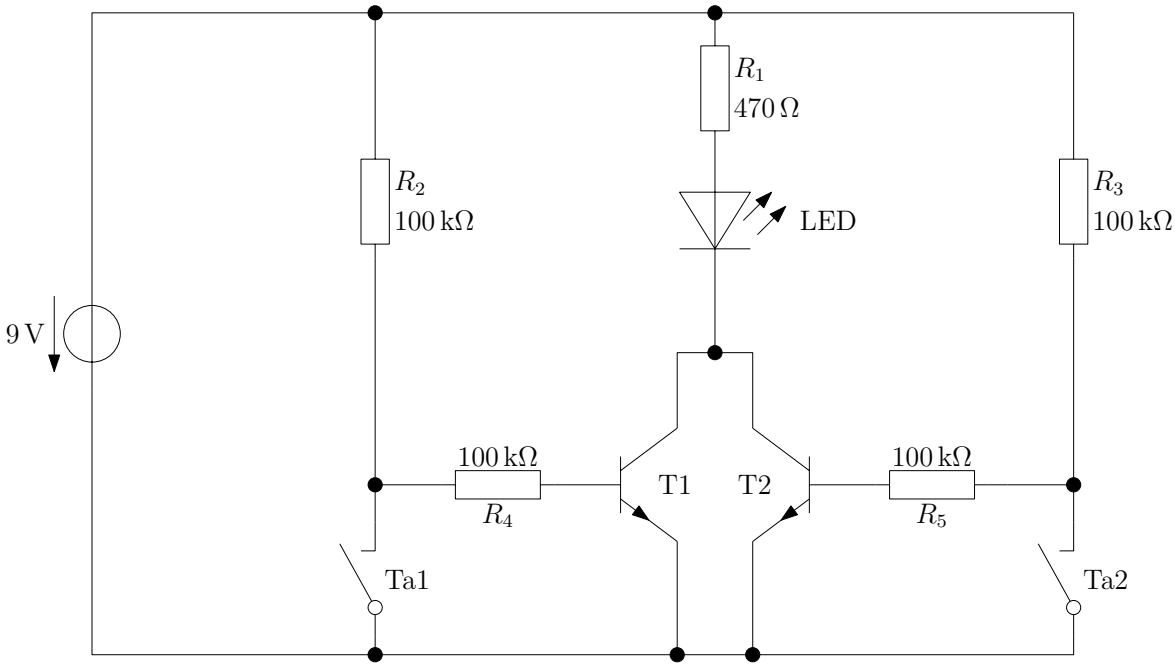

Abbildung 2.22: Experiment – Logikschaltung „NAND“ (nicht und)
**Versuchsaufbau und -durchführung** Bauen Sie die Schaltung nach Abb. 2.22 auf. Beobachten Sie die LED und gehen Sie mit Ta1 und Ta2 alle Schaltzustände gemäß Tabelle 2.3 durch.